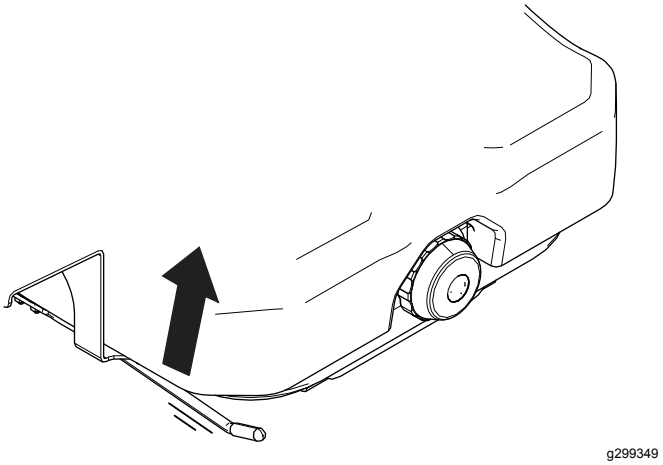

Рисунок 6
- **Модели № 31981 и 31982:** поднимите рычаг фиксации, чтобы освободить сиденье (Рисунок 6), переместите сиденье в удобное положение и отпустите рычаг фиксации, чтобы зафиксировать сиденье в выбранном положении.